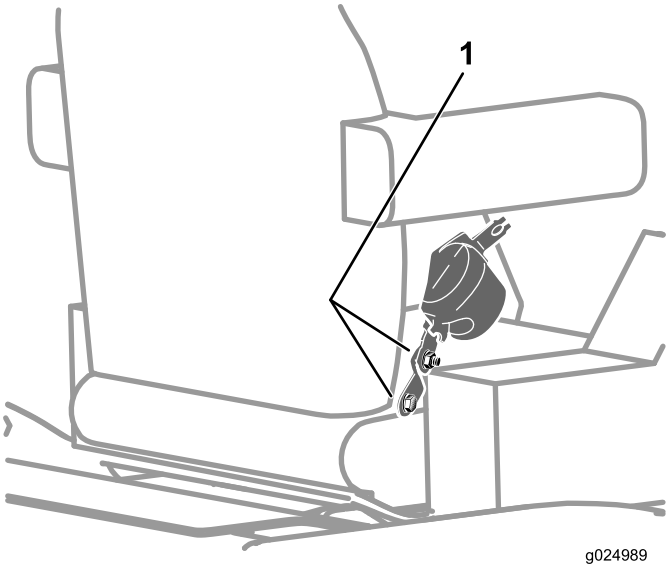

Рисунок 113
2. Проверьте, чтобы болты и гайки крепления устройства выдвижения ремня безопасности и пряжки были затянуты с моментом от 47 до 61 Н•м (от 35 до 45 фунт-дюймов); см. Рисунок 113.